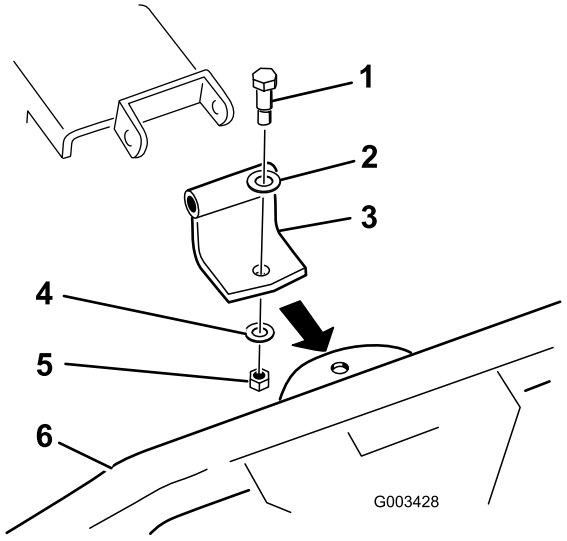

図 3
- 湾曲ピボット・ブラケットは 図 3 のように使う（ツース・レーキ側のブラケットが上向きの場合）